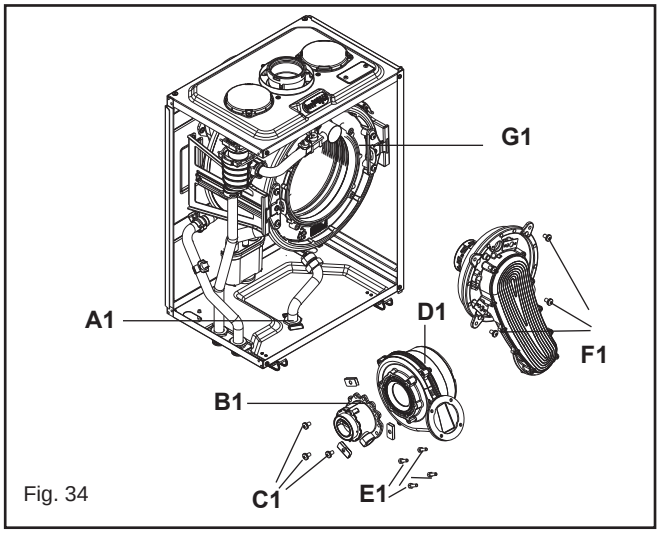

Fig. 34
6.14 FLUE FAN & MIXER (fig. 34)
6.15 BURNER (fig. 34)